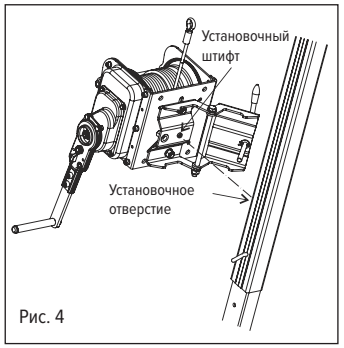

Рис. 4
1. Откройте держатель (рис. 4).